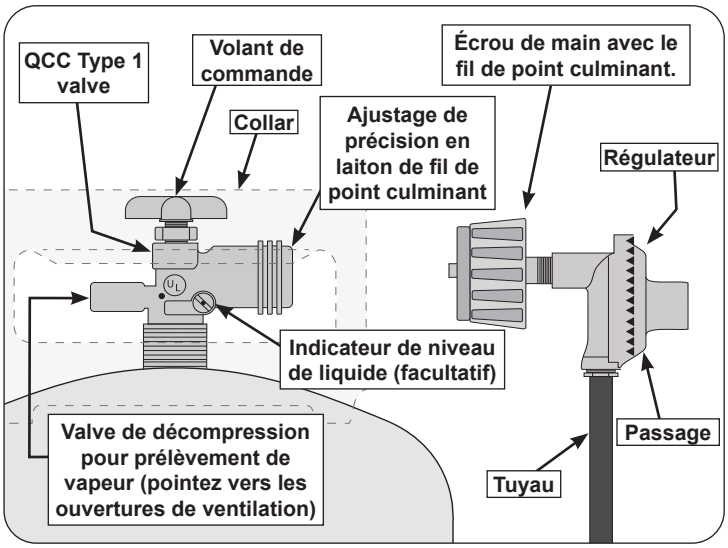

Fig. 8-1 Type coupleur de fil de point culminant d'I
d. La bouteille utilisée doit comporter un collier pour protéger le robinet de la bouteille. Le système d'alimentation de la bouteille doit être conçu pour le retrait de la vapeur. Voir Fig. 8-1.
e. Lorsqu'il est utilisé avec une bouteille, le système d'alimentation en gaz doit être utilisé avec un régulateur de pression. Le montage du régulateur de pression et le flexible (Fig. 8-1) fourni avec cet appareil au gaz en plein air **(modèles au propane seulement)** doit être utilisé. Les régulateurs de pression d'origine et de remplacement et les ensembles de tuyaux doivent être ceux spécifiés par le fabricant pour la connexion avec un dispositif de connexion de bouteille identifié comme Type I par l'ANSI Z 21.58/CGA 1.6 et doivent être conformes à UL 144 en tant que partie du gaz propane autonome système d'alimentation (voir la liste des pièces pour les informations de commande).
Pour déconnecter: tournez l'écrou à main dans le sens antihoraire jusqu'à ce qu'il soit détaché (Fig. 8-1)